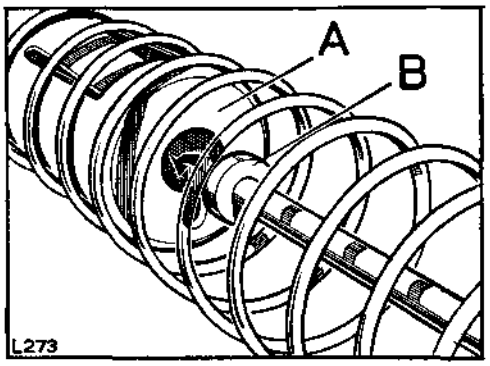

**Fig. H1-52. Valve stem to spring retainer location**
4. Insert the retainer into the spring and compress until the stem passes through the keyhole and is engaged in the centre. See Fig. H1-52.